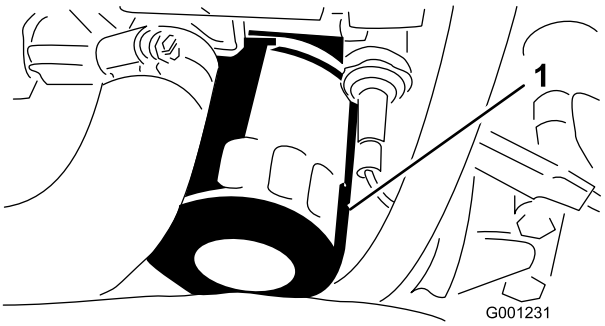

Figuur 53
6. Verwijder en vervang het oliefilter (Figuur 53).